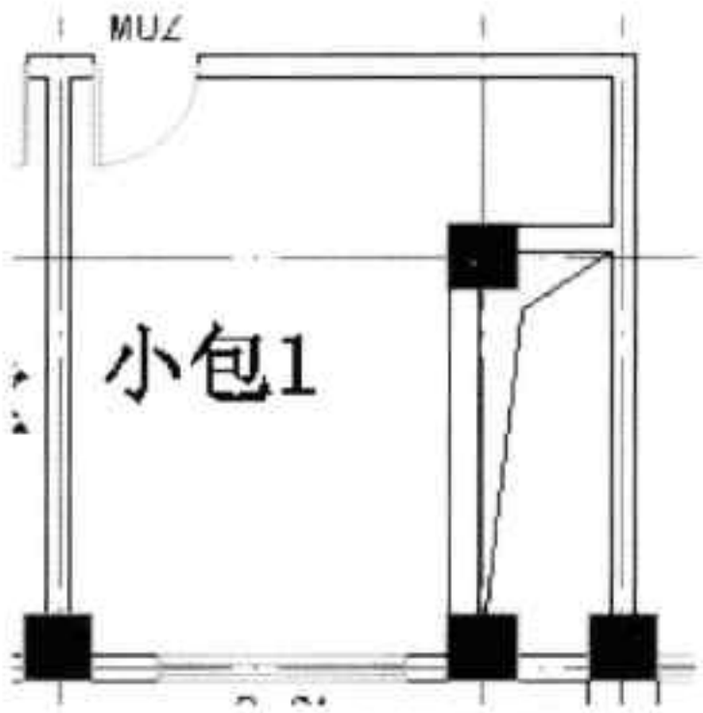

图17-108 完成修改操作
Step11 输入完成后，单击图纸空白处，即可完成文本的修改操作，如图 17-108 所示。